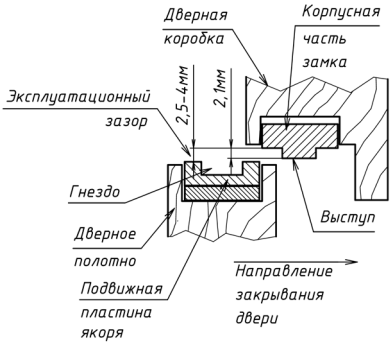

Рисунок 9
2.7 Эксплуатационный зазор между рабочими поверхностями корпусной и якорной частей от 2,5 до 4,0 мм (рисунок 9).
6.9 Допустимый «эксплуатационный зазор» между рабочими поверхностями якорной и корпусной частей после окончательного монтажа замка должен быть в пределах от 2,5 до 4 мм (рисунок 9).